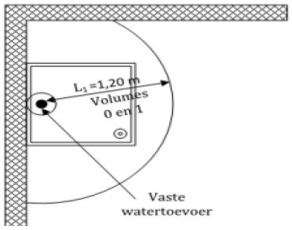

Figuur 17: Bovenaanzicht open douche met douchebak < 10cm
- Douchedeuren mogen als gesloten beschouwd worden voor zover dat de opening tussen onderkant deur en vloer kleiner is dan 10 cm (zie groene lijn in figuur 17).